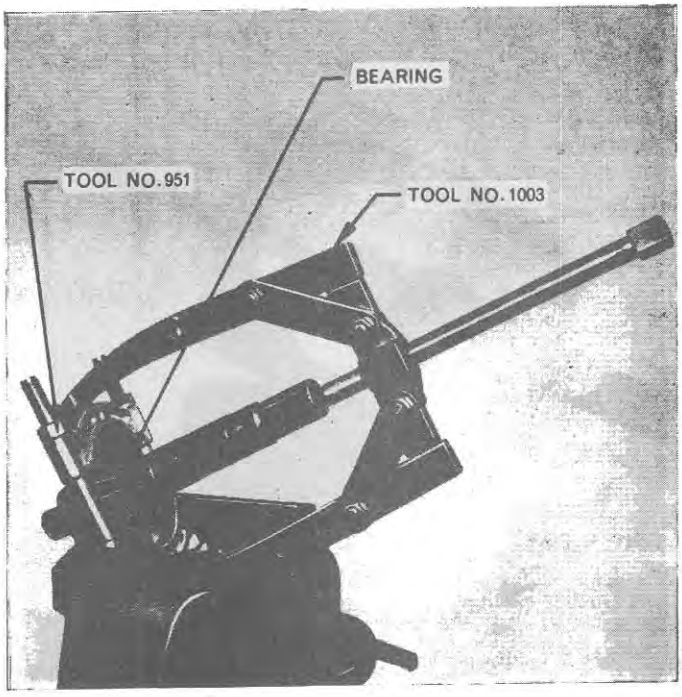
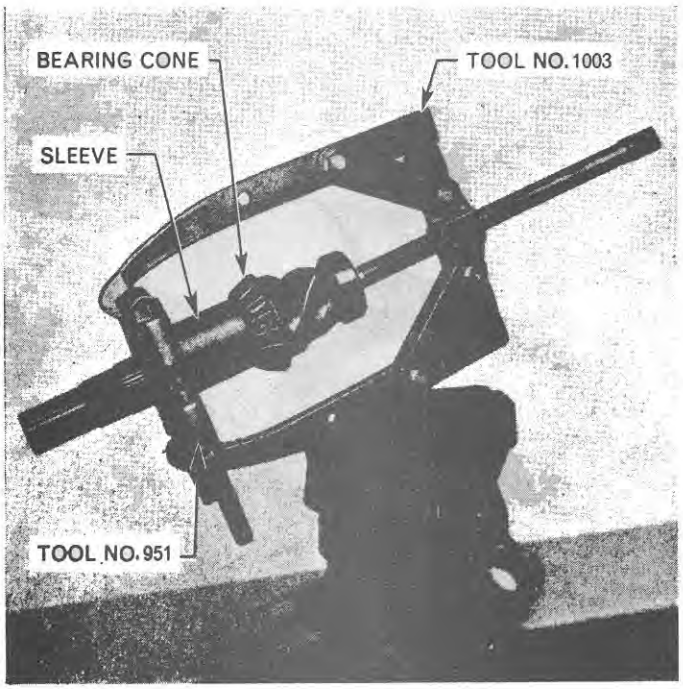

Figure 67
Figure 68
2. If it is necessary to install a new rear pinion cone and roller assembly, the assembly may be removed using Tool Nos. 1003 and 951, Figure 67. The new cone and roller is installed using the same tools, plus a suitable sleeve, as shown in Figure 68, to enable the tool to press on the inner bearing race.